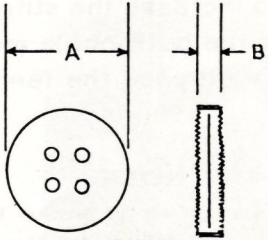

Fig. 32
To obtain the length of the cutting space, the opening through which the button passes, is measured by adding the width (A) and thickness (B) of the button (Fig. 32).